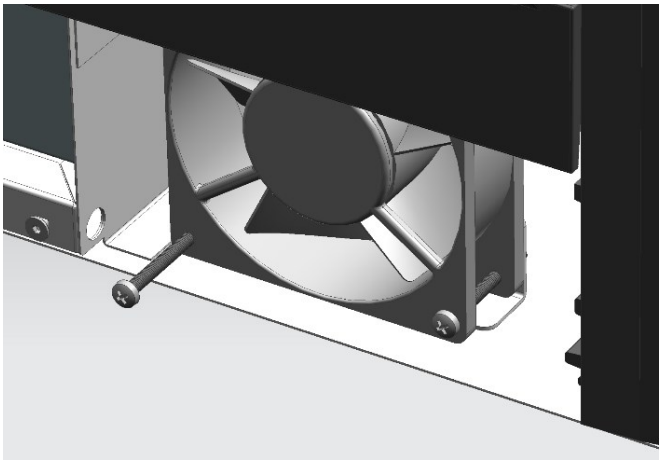

FIG. 6
2. Soltar los tornillos que sujetan los ventiladores (Fig. 6)